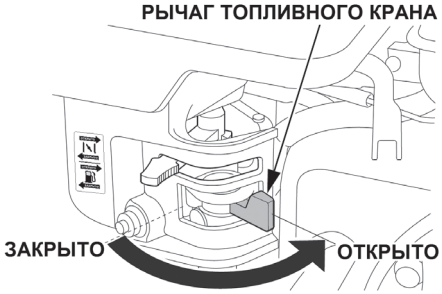

Рис. 19 Рычаг топливного крана
4. Откройте топливный кран переводом рычага вправо (Рис. 19).